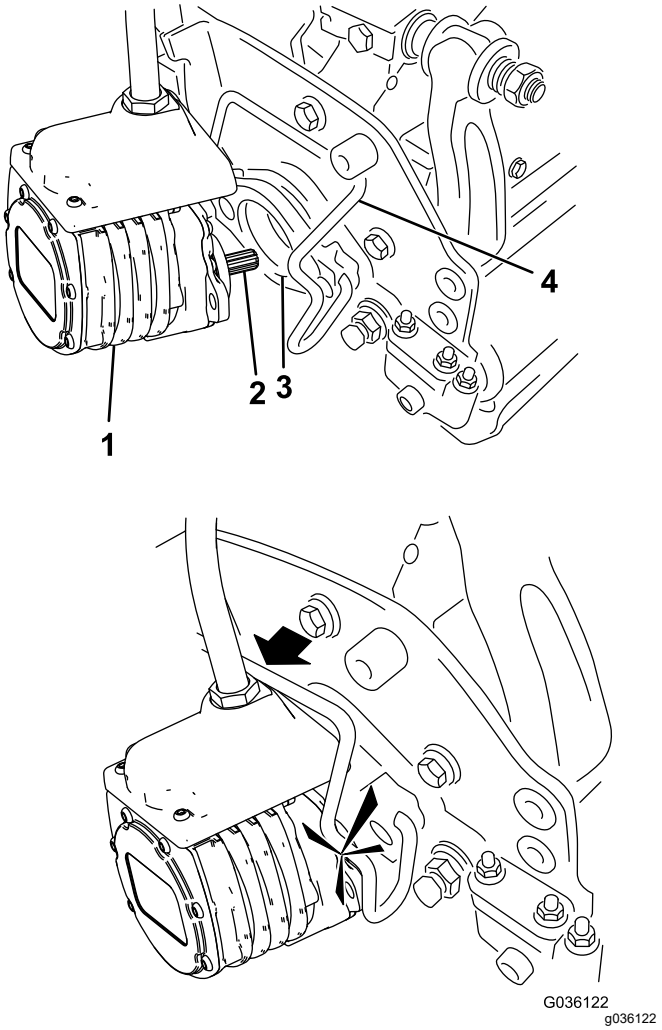

Figura 56
6. Cubra el eje acanalado del motor de la unidad de corte con grasa limpia (Figura 56).
7. Introduzca el motor en el lado izquierdo de la unidad de corte (visto desde el puesto del operador) y tire de la barra de retención del motor en la unidad de corte hacia el motor hasta que oiga un “clic” en ambos lados del motor (Figura 56).